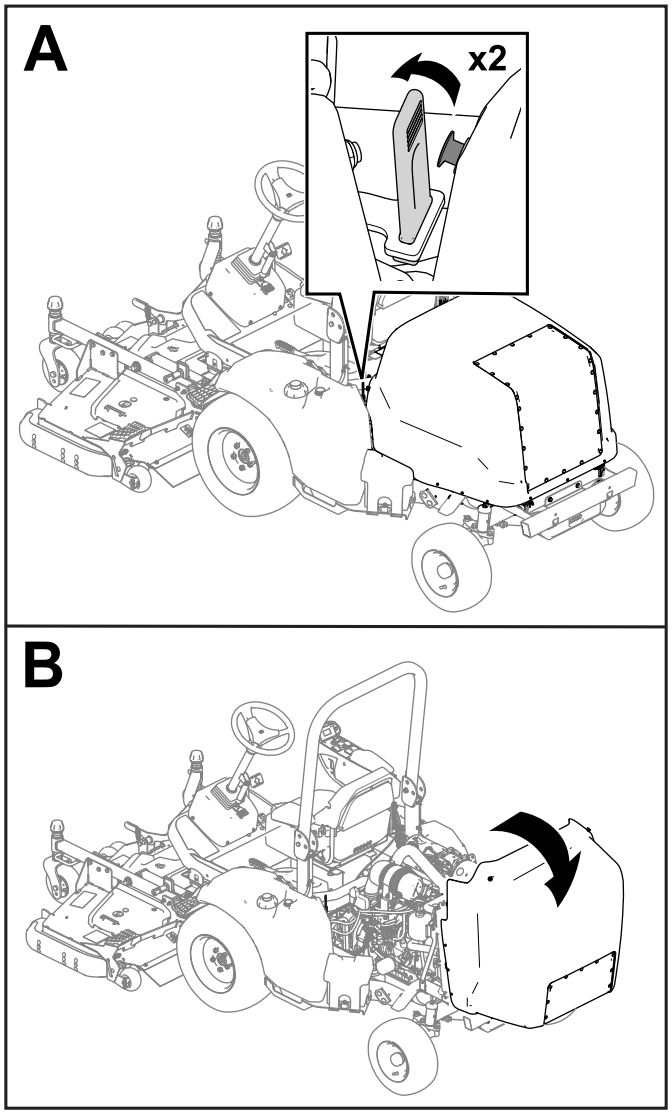

Figure 46
1. Détachez les attaches de chaque côté de la machine (Figure 46).
2. Ouvrez le capot (Figure 46).